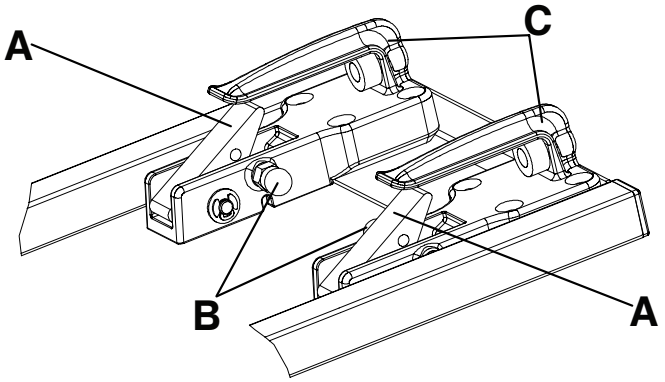

Afbeelding 18 – Tweetrapsvergrendeling
Opmerking - Het voeteneindevergrendelingshuis is uitgerust met een tweetrapsvergrendeling (Afbeelding 18). Als de brancard in de bevestiging is vergrendeld, keert de rode vrijzetknop terug naar zijn oorspronkelijke stand.
Zet de brancard los uit de tweetrapsvergrendeling door aan de rode loszetknoppen (B) aan de binnenkant van de voorste borghaken (C) te trekken (Afbeelding 18).